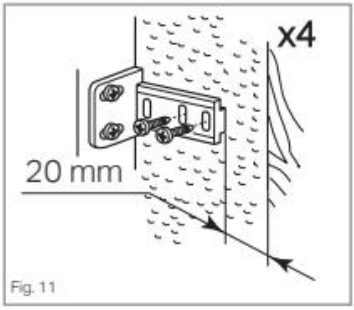

Fig. 11
• Locate the slider in the bracket and fix the slider to the fascia door 20 to 22mm from the edge of the fascia as shown in figure 11, ensuring that the slider is positioned centrally and horizontally within the bracket. Tighten securely by hand.